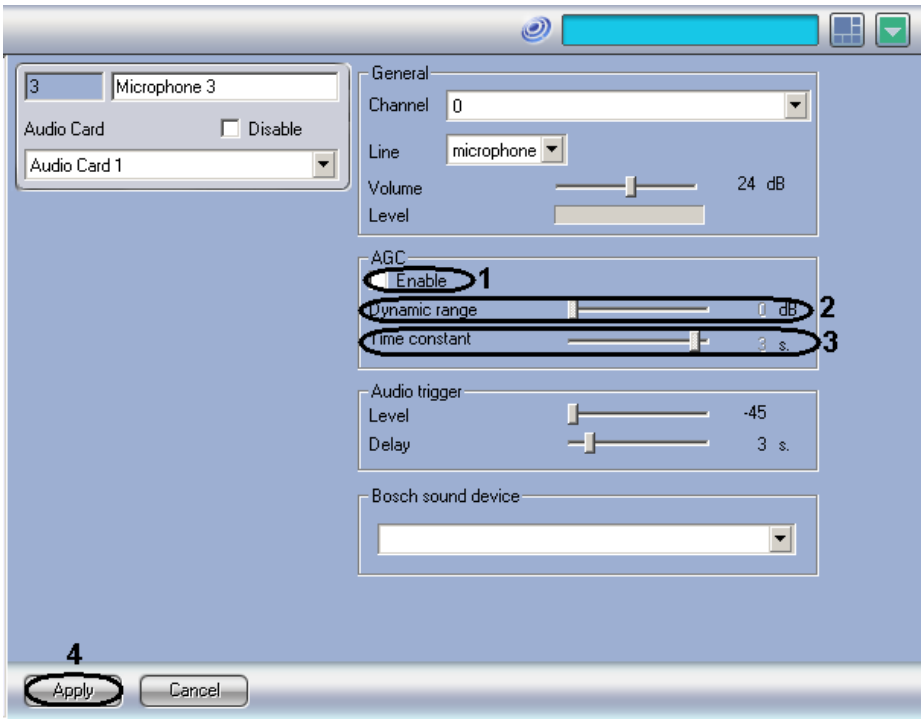

Figure 8.8-5. Setting up the automatic gain control of the audio signal
1. Go to the settings panel of Microphone system object (Figure 8.8-5).
2. Set the “Enable” checkmark in the “AGC” group (Figure 8.8-5).
3. As a result, sliders in the “AGC” group Dinamic range and Time constant are activated (Figure 8.8-5, 3).
4. Set the “Dynamic range” slider to the position, corresponding to the desired level of video signal’s output power. The current power value, measured in decibels, is shown in the field on the right of the slider (Figure 8.8-5).
5. Set the “Time constant” slider to the position that corresponds to the time of bringing the signal to the defined power level (Figure 8.8-5). The value of the time constantin seconds, set by the slider, is displayed on the right of it.
6. Click the “Apply” button to save all the changes (Figure 8.8-5).